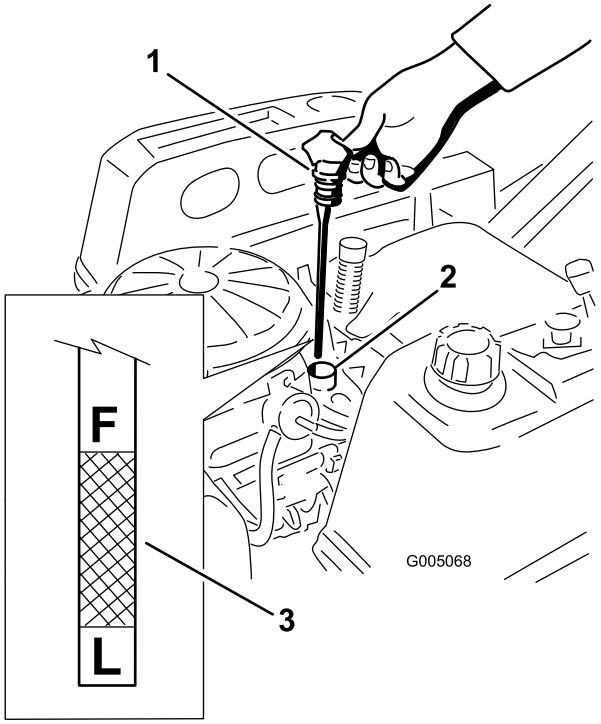

Figuur 36
5. Druk de peilstok weer stevig op zijn plaats (Figuur 36).
6. Haal de peilstok eruit en controleer het oliepeil (Figuur 36).
9. Verwijder de olievulbuis/peilstok (Figuur 36).
19. Giet ca. 80 % van de gespecificeerde hoeveelheid olie langzaam in de vulbuis (Figuur 36).
20. Plaats de vuldop/peilstok weer stevig op zijn plaats (Figuur 36).
21. Controleer het oliepeil (Figuur 36), zie (Oliepeil controleren (bladz. 29)).
22. Giet langzaam olie bij totdat het oliepeil de markering 'Vol' (F) bereikt.
23. Plaats de vuldop/peilstok weer stevig op zijn plaats (Figuur 36).